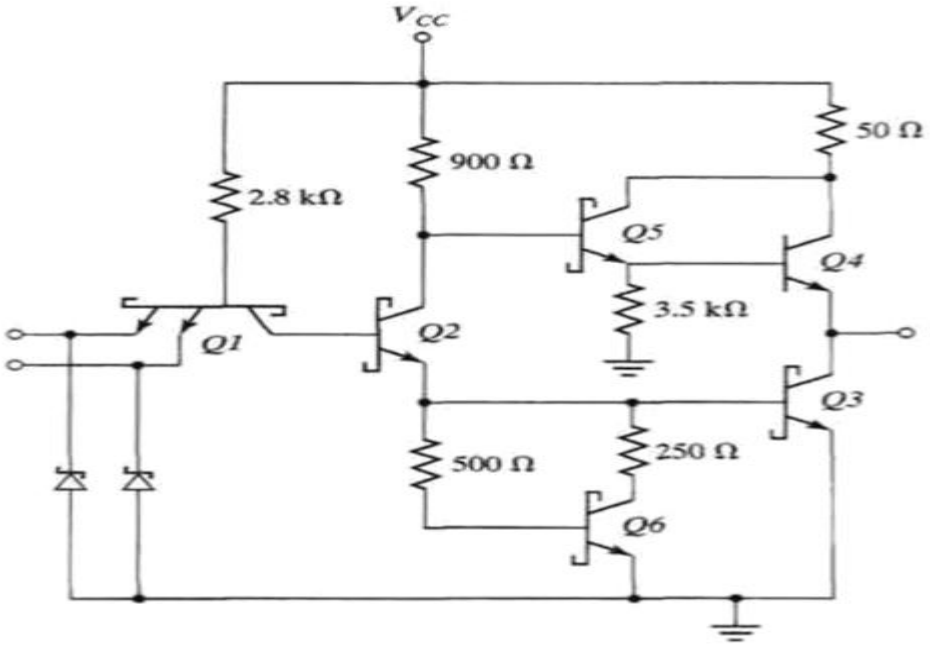

Fig 3.Schottky TTL gate
- The presence of a Schottky diode between the base and collector prevents the transistor from going into saturation. The resulting transistor is called a Schottky transistor. The use of Schottky transistors in a TTL shown in figure 3 decreases the propagation delay without sacrificing power dissipation.